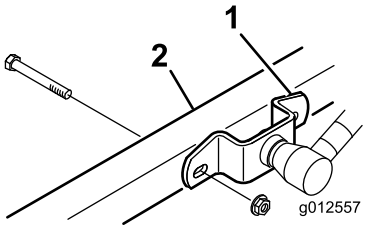

Figura 2
3. Baje la unidad de corte y retire los 4 pernos y tuercas que sujetan los soportes del brazo de elevación al brazo de la rueda giratoria (Figura 2).